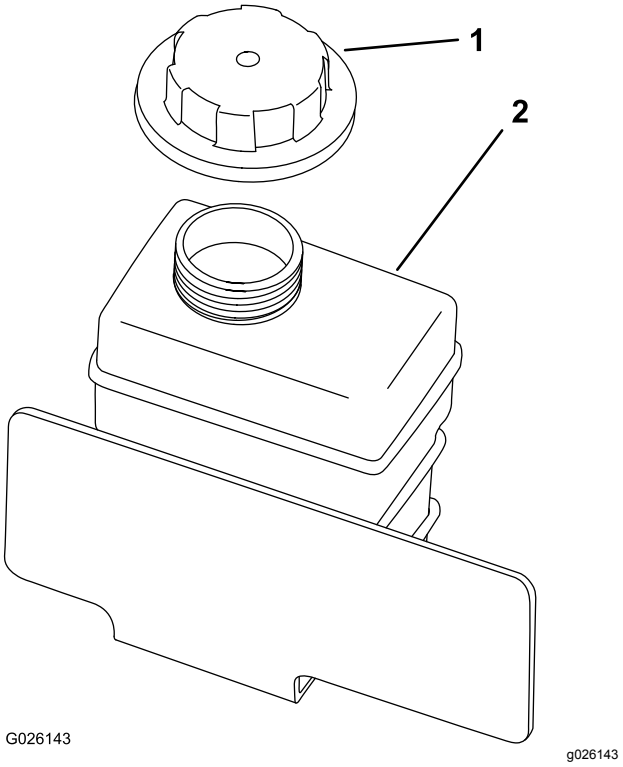

Figur 71
8. Påfyld langsomt kølevæskens reservetank, indtil niveauet når bunden af påfyldningsstudsen (Figur 71).
9. Sæt reservetankens dæksel på (Figur 71).